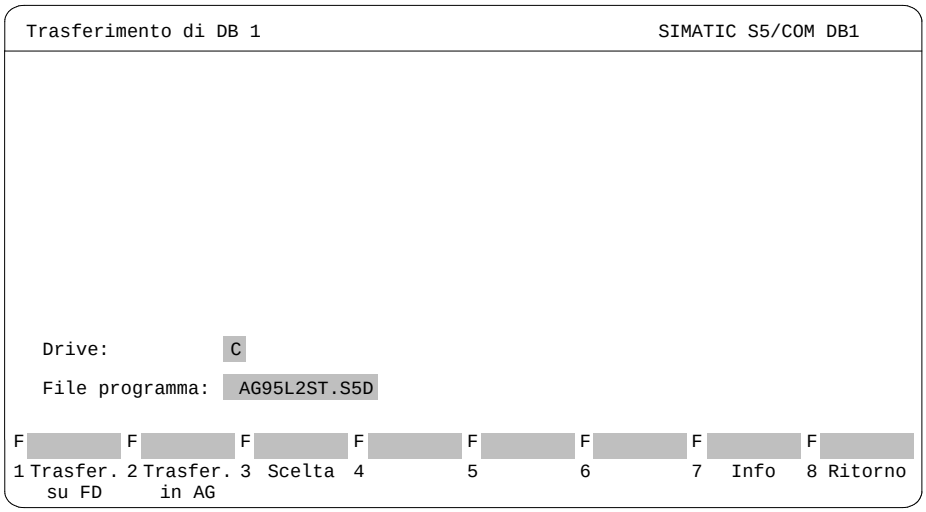

Figura 22-19 Maschera del COM DB1 *Trasferim. di DB1*; scelta di *Trasferim. su FD*
1. Premere il tasto ***F3*** = *DB1 Trasfer.* nella maschera *Tabella panoramica* (→ Figura 22-19). Compare la maschera *Trasferimento di DB1*.
2. Indicare il file di programma STEP 5 ed il drive (→ Figura 22-19).